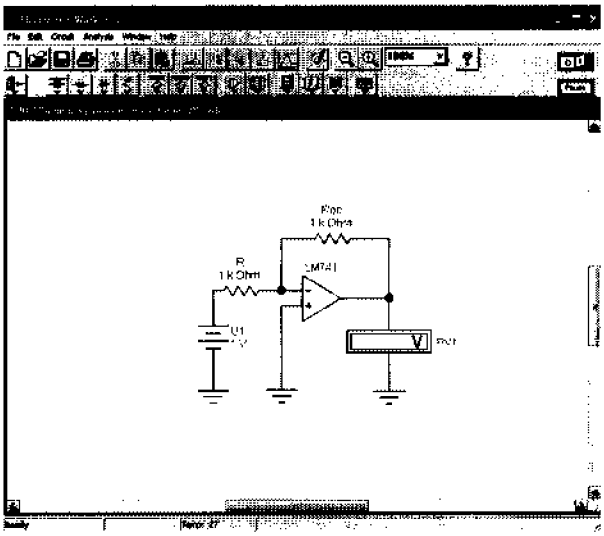

Рис. 31. Схема для исследования инвертирующего усилителя на базе ОУ
2.1. Соберите схему для исследования инвертирующего усилителя на базе **ОУ** (рис. 31).
2.5. Изменяя значения напряжения источника сигналов $U_{вх}$ (рис. 31 обозначен как Ш), запишите значения выходных сигналов $U_{вых}$ (показания вольтметра PV1) в таблицу 25.